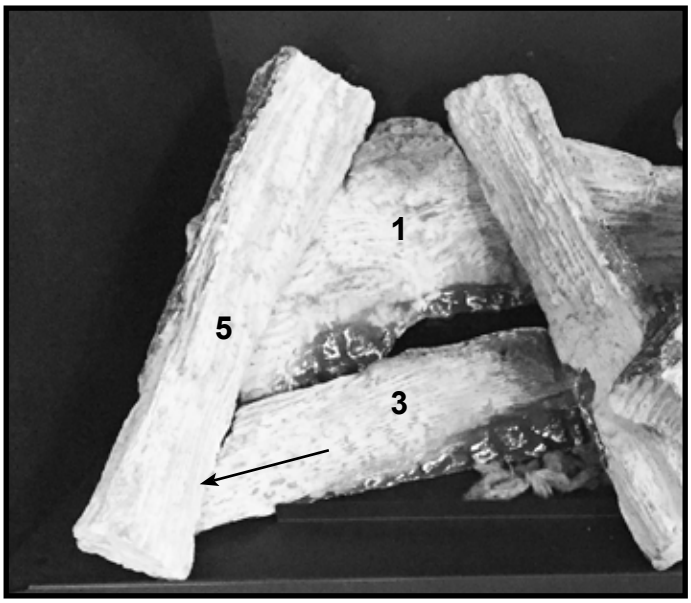

Figure 10. QUARTZ32: Install Top Left Log
8. **QUARTZ32 MODELS ONLY:** Locate and install Top Left Log (5). This Log does not have any "burn out" features painted on the log. The "left" end of this log will rest on the "left" side of the Left Front Base Log and the "right" end will rest on the "left" end of Left Rear Base Log. See Figure 10.